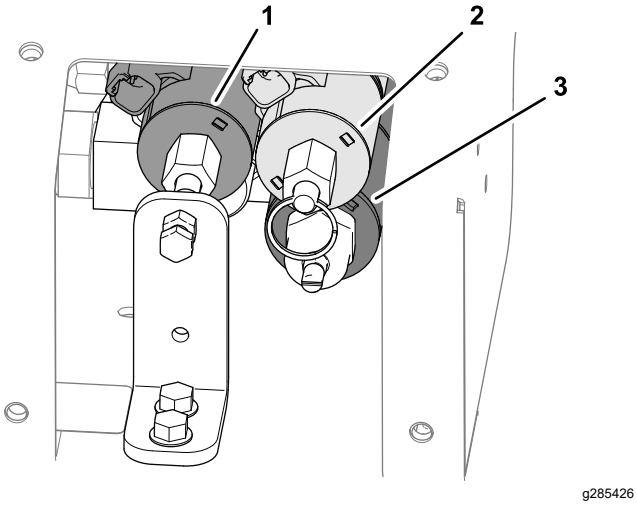

Figuur 33
3. Zoek de 3 regelkleppen (Figuur 33).